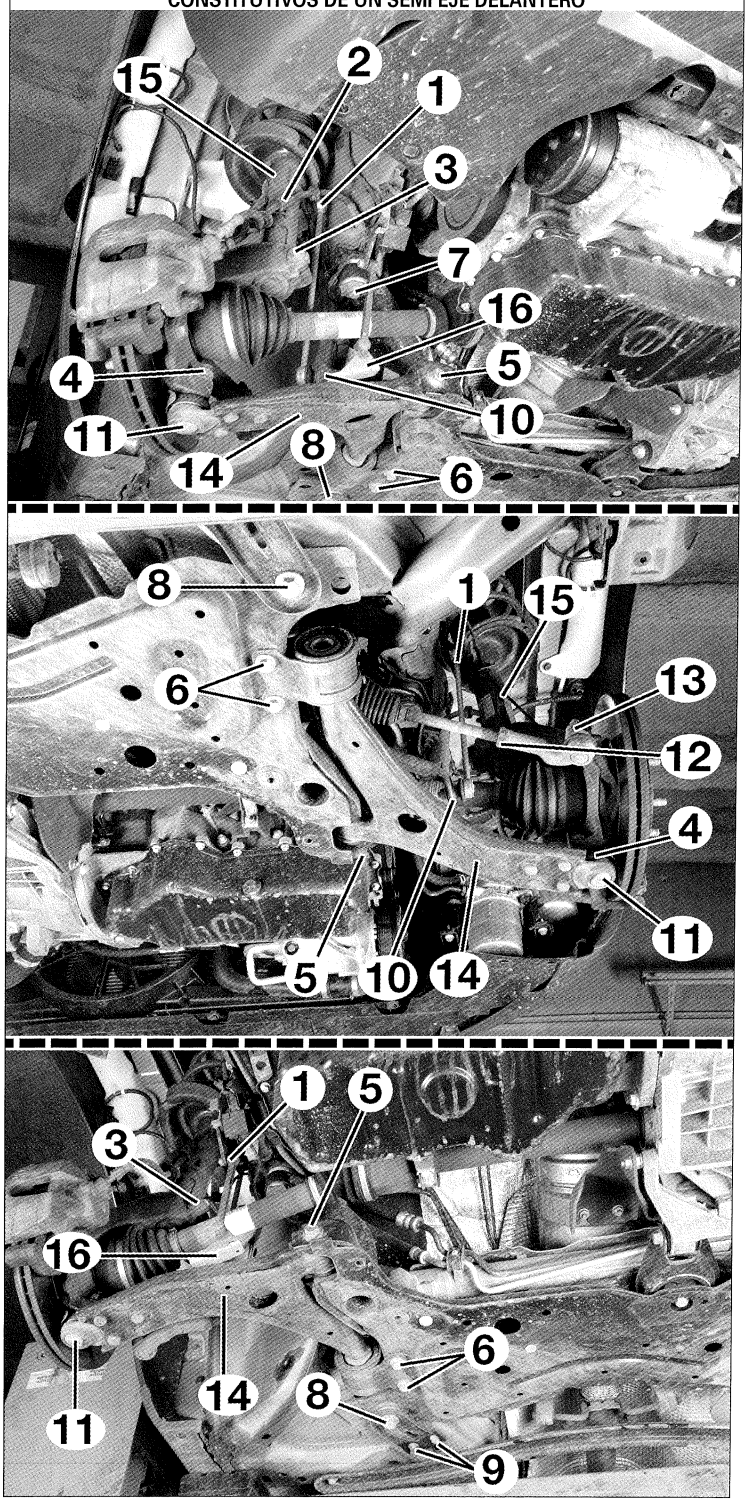

FIG. 3
- la tuerca (1) de rótula superior de bieleta de barra estabilizadora **(fig. 3).**
- el caballete de fijación (2) del latiguillo de freno y separar éste.
- el tornillo de fijación (3) del elemento de suspensión.
- el soporte de captador delantero de reglaje de altura de los faros (según versión) (16) **(fig. 3).**
- el perno de sujeción (4) de la rótula de mangueta (11) y separar la misma de la mangueta bajando el brazo de suspensión. Recuperar el protector de rótula.
- el soporte del captador anterior de reglaje de altura de los faros del brazo inferior derecho y colocarlo a un lado (16) (fig. 3) (si va equipado).
• Desmontar **(fig. 3):**
- la tuerca de la rótula de dirección (13).
- la tuerca de la rótula inferior de la barra estabilizadora (10).
- la tuerca de la rótula inferior de triángulo (4).
• Desmontar los tornillos (7), (8) y (9) **(fig. 3)** de fijación de la cuna.